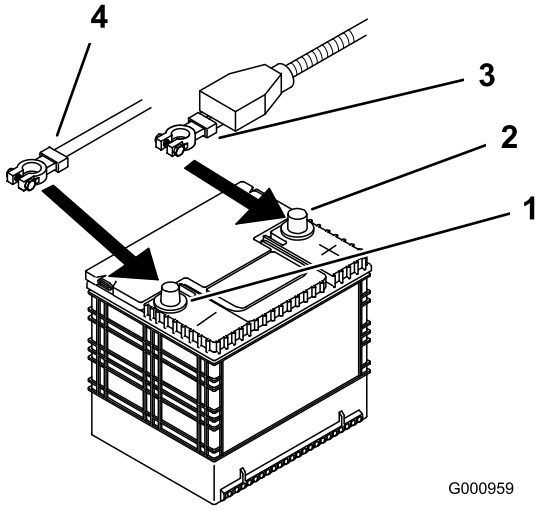

Figur 50
4. Lossa först batteriets minuskabel från batteriets minuspol (–) (Figur 50).
5. Skjut av den röda anslutningsskon från batteriets pluspol (röd). Lossa sedan batteriets pluskabel (röd) (Figur 50).
4. Fäst kablarna med 2 bultar (1/4 x 3/4 tum), 2 brickor (1/4 tum) och 2 låsmuttrar (1/4 tum) (Figur 50).